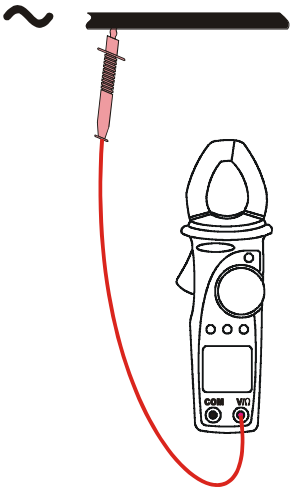
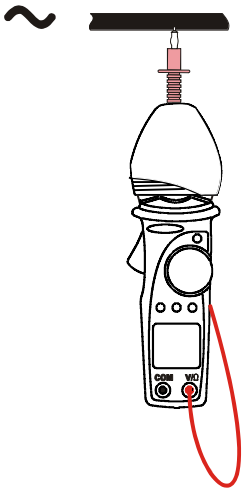

Fig. 18: Procura de fase
Fig. 19: Procura de fase com capacete de borracha
3. Ligar a ponteira vermelha ao cabo de teste (ver Fig. 18). Como alternativa, usar o capacete de borracha para alojar a ponteira vermelha (ver Fig. 19).